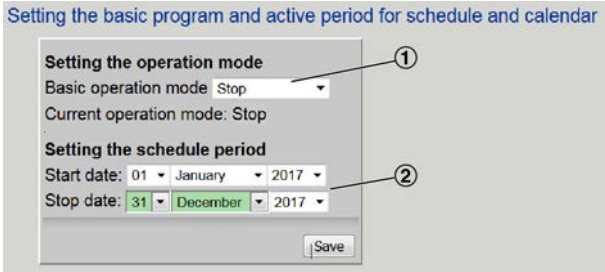

Fig. 45: Paramétrage d'un "programme de base".
2. ▸ Sélectionner un mode de fonctionnement de base (Voir la Fig. 45/1).
3. ▸ Définir la date de début et la date de fin (Voir la Fig. 45/2) pour la fonction calendrier.